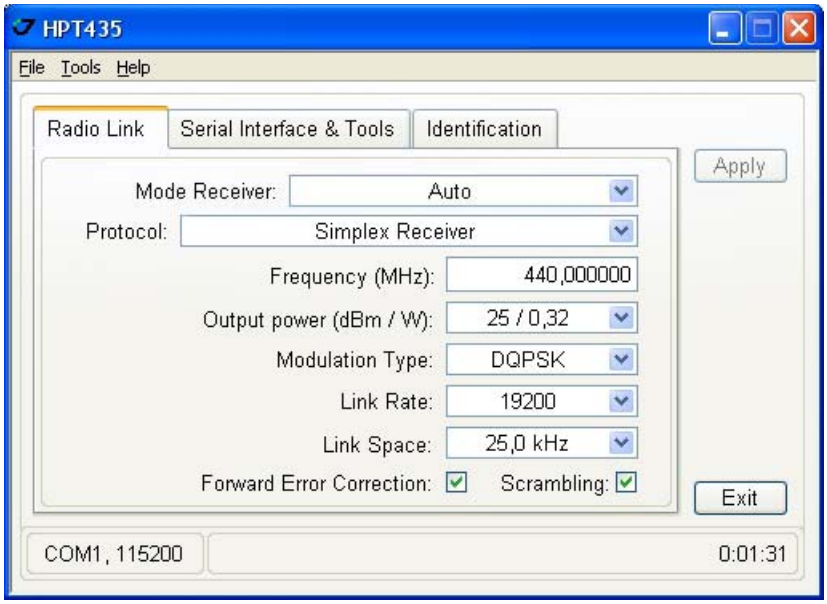

Рисунок 27. HPT435 закладка Radio Link
1. В закладке *Radio Link* установите следующие параметры (Table 13 on page 37) и нажмите *Apply* (Рис. 27):